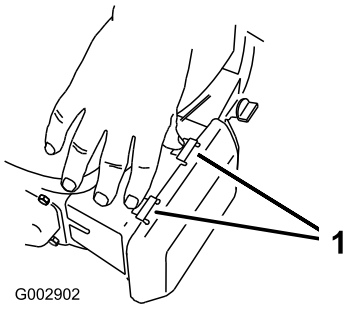

Bild 21
1. Drücken Sie die Verriegelungsnasen oben an der Liftfilterabdeckung nach unten (Bild 21).